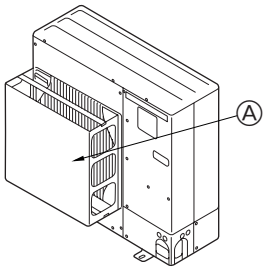

Fig. 2-4
② Instale uma guia de ar opcional se a unidade estiver instalada num local sujeito a fortes ventos, que podem entrar directamente na saída de ar. (Fig. 2-4)